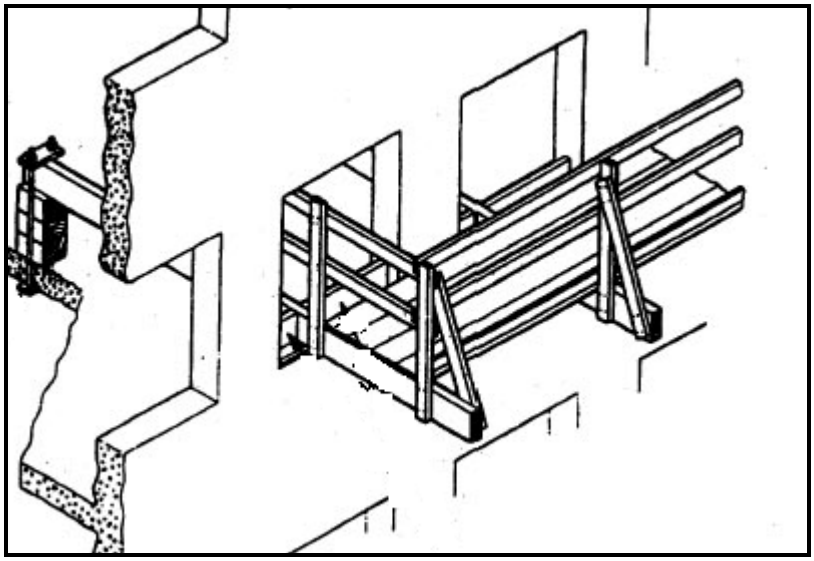

FIGUUR 1
3.1 FIGUUR 1 hier onder toon hangsteiers ('suspended scaffolding').